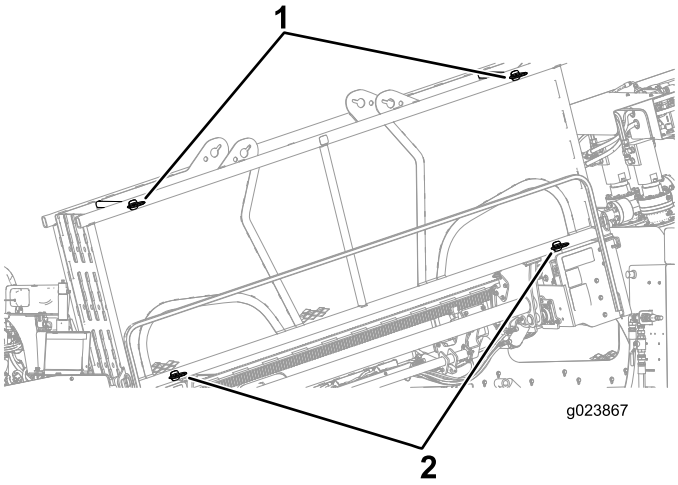

Rysunek 59
1. Upewnić się, że zamontowane są 2 sworznie górne i 2 sworznie dolne mocujące żerdź wewnątrz kosza na żerdzie (Rysunek 59).